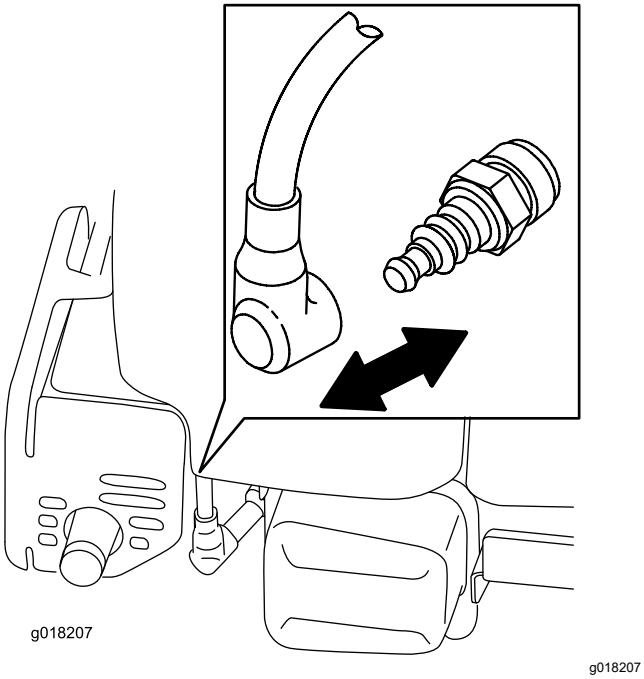

Figur 22
2. Koble fra tennpluggledningen fra tennpluggen (Figur 22) før du utfører vedlikeholdsprosedyrer.